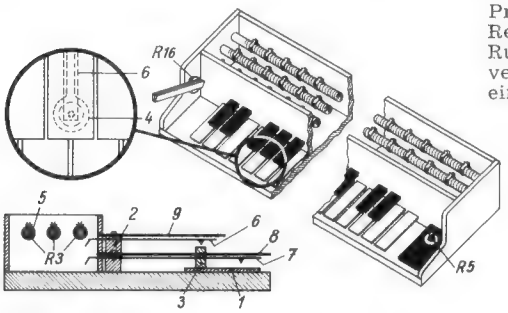

Bild 3. Konstruktion der Klaviatur
Von den Schellen führt man Leitungen an flache Kontakte (in Bild 3 Ziffer 6 und 7) z. B. von einem alten Relais. Über den Kontakten befestigt man die Tasten. Unter die Kontakte wird eine Hauptschiene (1) gelegt, die zweckmäßig versilbert oder vernickelt wird. Im Mustergerät (wie es auch aus Bild 3 zu ersehen ist) wurden die schwarzen Tasten nicht auf die gleiche Ebene gelegt, sondern höher. Dazu werden noch die Zwischenlagen (2) und Kon-
Der Eingang wird von einer abgeblockten Germaniumdiode gebildet, die Niederfrequenzspannung an den nachfolgenden Transistorverstärker liefert. Die sehr einfache Schaltung **(Bild 2)** wird gemäß **Bild 3** auf einer 3 mm starken Sperrholzplatte aufgebaut, deren Umfang etwas größer ist als der Lautsprecher. In der Mitte der Platte befindet sich ein Ausschnitt für den Lautsprechermagneten.